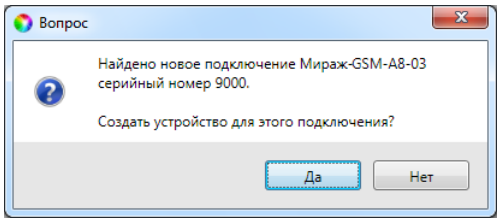

Рис. 2.2. Регистрация контроллера в программе *Конфигуратор Приват*
7. После подключения контроллера к ПК откроется окно с запросом подтверждения регистрации устройства в программе (рис. 2.2). Нажмите кнопку *Да*. Откроется мастер регистрации устройства, с помощью которого можно сразу задать основные параметры использования контроллера. Заданные здесь параметры в дальнейшем можно будет изменить. Мастер можно закрыть на любом из этапов, нажав кнопку *Завершить*.